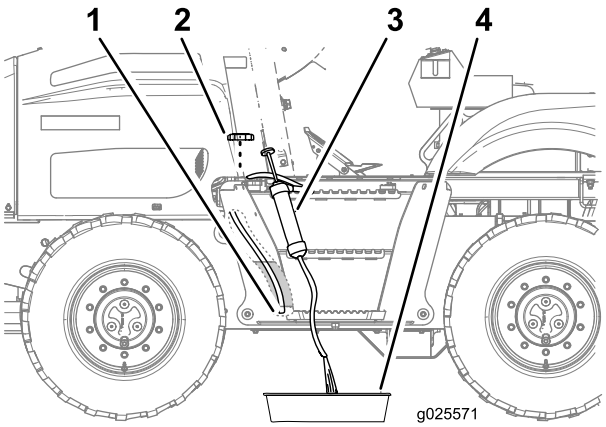

Figura 71
1. Rimuovete il tappo dal serbatoio del carburante (Figura 71).
2. Inserite il flessibile di ingresso dell'attrezzatura per il pompaggio attraverso il bocchettone di riempimento del serbatoio del carburante e verso il fondo dello stesso (Figura 71).
3. Dirigete il flessibile di scarico dell'attrezzatura per il pompaggio in una bacinella (Figura 71).
6. Montate il tappo carburante sul bocchettone di riempimento del serbatoio del carburante (Figura 71).